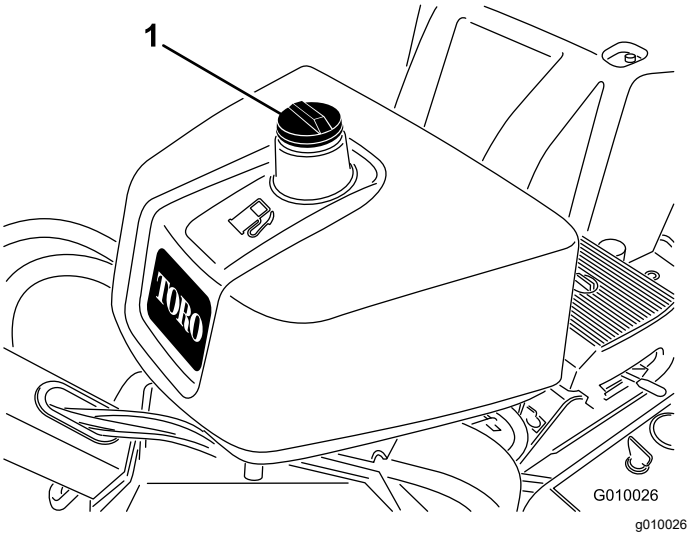

**Figure 15**
2. Clean around the fuel-tank cap and remove it (Figure 15).